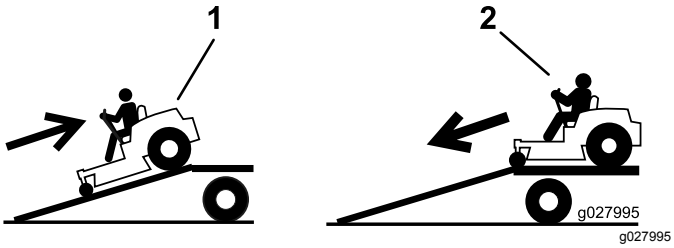

Figur 39
4. Bak maskinen op ad rampen (Figur 39).
2. Kør maskinen fremad ned ad rampen (Figur 39).